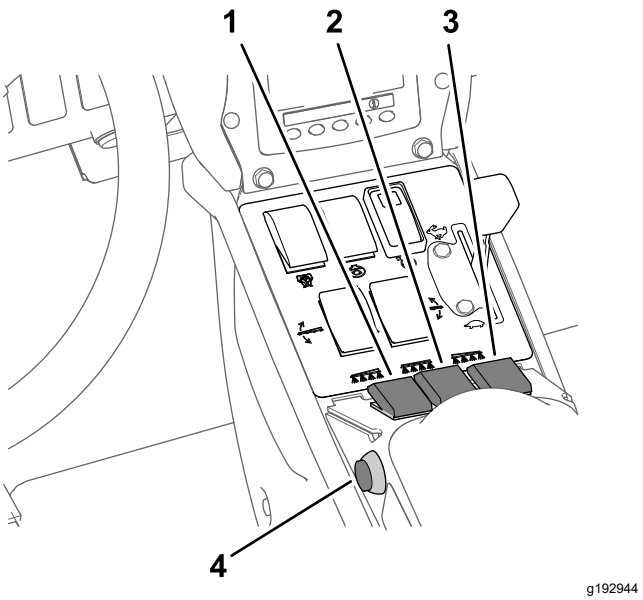

**Bild 44**
7. Stellen Sie die Sprühabschnittschalter in die EIN-Stellung (Bild 44).
10. Fahren Sie mit der gewünschten Geschwindigkeit und stellen Sie den Hauptabschnittschalter in die EIN-Stellung, um mit dem Sprühen zu beginnen (Bild 44).
3. Stellen Sie den Hauptabschnittschalter in die AUS-Stellung, siehe Bild 44 in Sprühen im Dosierungsmodus (Seite 40).
7. Stellen Sie die Schalter der einzelnen Abschnitte nach Wunsch in die EIN-Stellung, siehe Bild 44 in Sprühen im Dosierungsmodus (Seite 40).
9. Fahren Sie mit der gewünschten Geschwindigkeit und stellen Sie den Hauptabschnittschalter in die EIN-Stellung, um mit dem Sprühen zu beginnen, siehe Bild 44 in Sprühen im Dosierungsmodus (Seite 40).